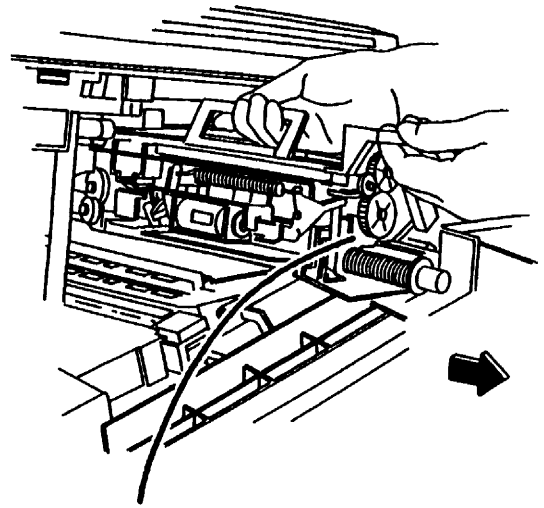

Рис. 3 Снятие ксерографического модуля
5. (Рис. 3) Снимите ксерографический модуль. Немедленно положите его в черный пакет.